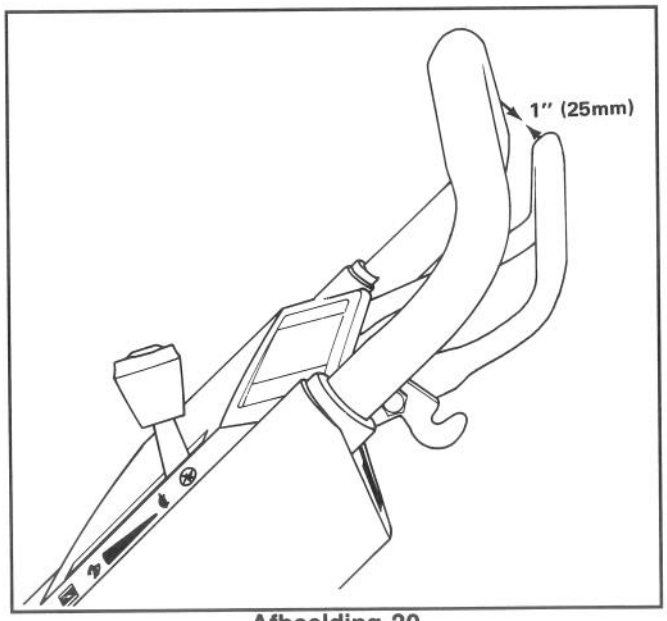

Afbeelding 20
3. Om vervolgens de wielaandrijving te controleren, de bedieningsstang langzaam in de richting van de hendel duwen. De aandrijving is goed afgesteld indien u weerstand voelt als de bedieningsstang zich ongeveer 25 mm van de bovenste hendel bevindt (Afb. 20).